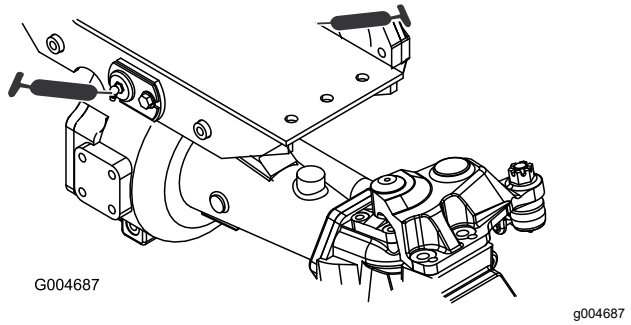

Figur 78
- 2 främre och bakre axeltappsbussningar (Figur 78)